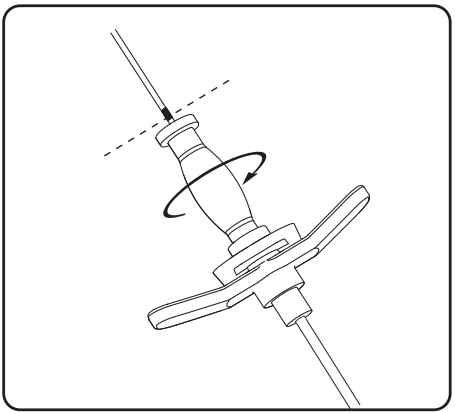
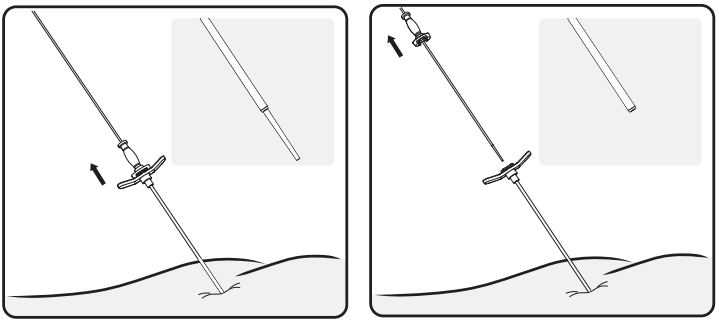

Abbildung 11. Den Dilator von der Einführhülse freimachen
Abbildung 12. Richtungsführung und Dilator herausnehmen.
6. Den Dilator um 90 Grad drehen, um ihn von der Einführhülse zu lösen (**Abbildung 11**). Darauf achten, dass die Einführhülse an Ort und Stelle bleibt, die Richtungsführung und den Dilator herausnehmen (**Abbildung 12**).